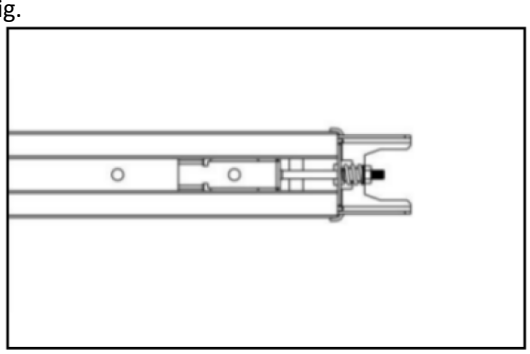

Figur 10
4. Stram mutteren til riktig posisjon som vist i figur 10, klipp av plastbåndet, klipp av plastgjengene på tannhjulet, og deretter monteres hele skinnen ferdig.